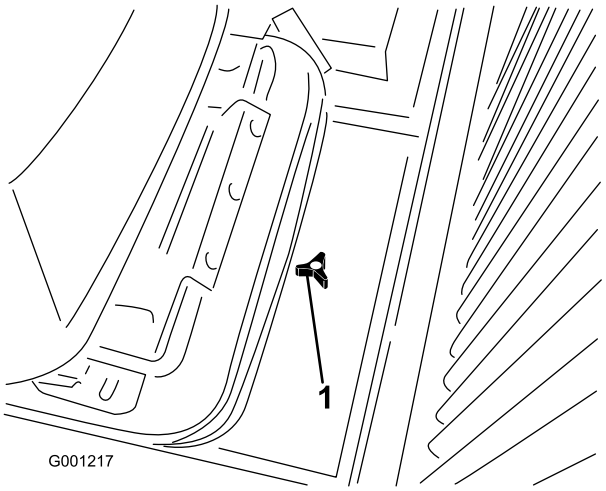

Figur 31
1. Løsne knotten og fjern dekselet bak på setemonteringsplaten (Figur 31).